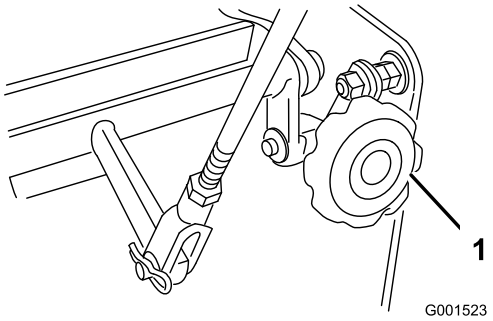

Figur 39
4. Drej Quick Track-knappen, hvis enheden sporer til den ene side. Drej knappen til højre for at dreje til højre, og drej knappen til venstre for at dreje til venstre (Figur 39).